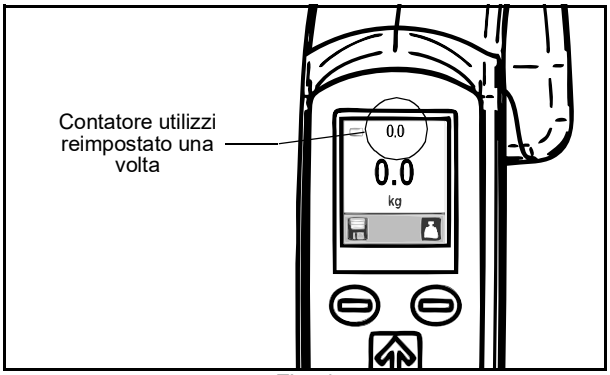

Fig. 4
5. Spegnere di nuovo l'unità, usando il tasto di arresto. La volta successiva che l'unità verrà accesa, le cifre del contatore utilizzi mostrerà il valore zero (vedere Fig. 4).